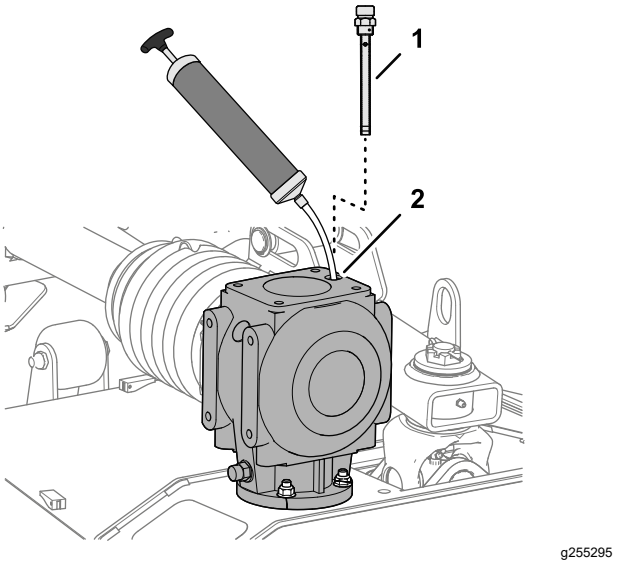

Figur 62
1. Ta ut mätstickan från ovansidan av växellådan (Figur 62).
2. Använd en sugpump för att avlägsna vätskan från växellådan genom mätstickans öppning (Figur 62).